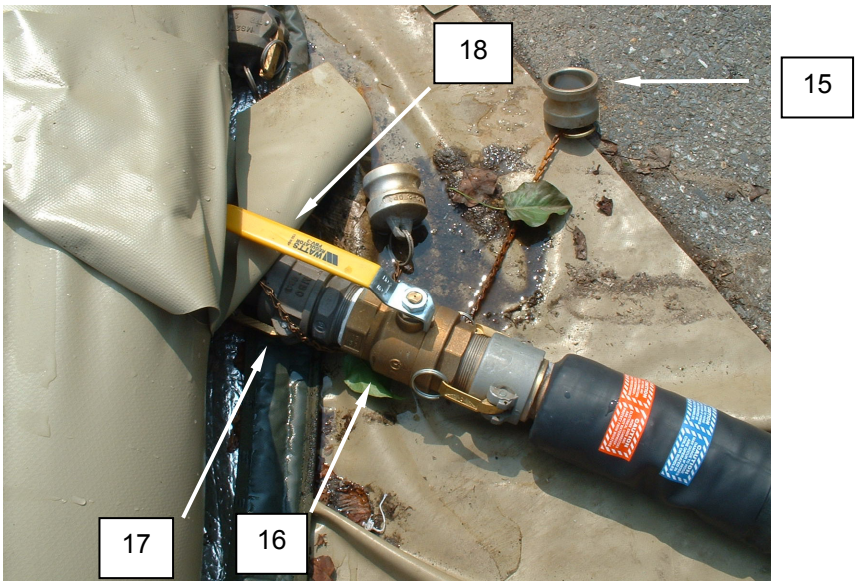

Figure 5. Preparing the Source Water 3000-Gallon Water Tank.
2. Remove the dust cap **(Figure 5, Item 15)** and set aside. Install the water shutoff valve **(Figure 5, Item 16)** onto the connector **(Figure 5, Item 17)** of the water bag. Ensure that the valve handle **(Figure 5, Item 18)** is in the OFF position as shown on the valve handle label.
3. Use the adjustable wrench provided to remove the valve handle **(Figure 5, Item 18)** from the valve **(Figure 5, Item 16)**. Install the valve handle 180 degrees from the original installation.